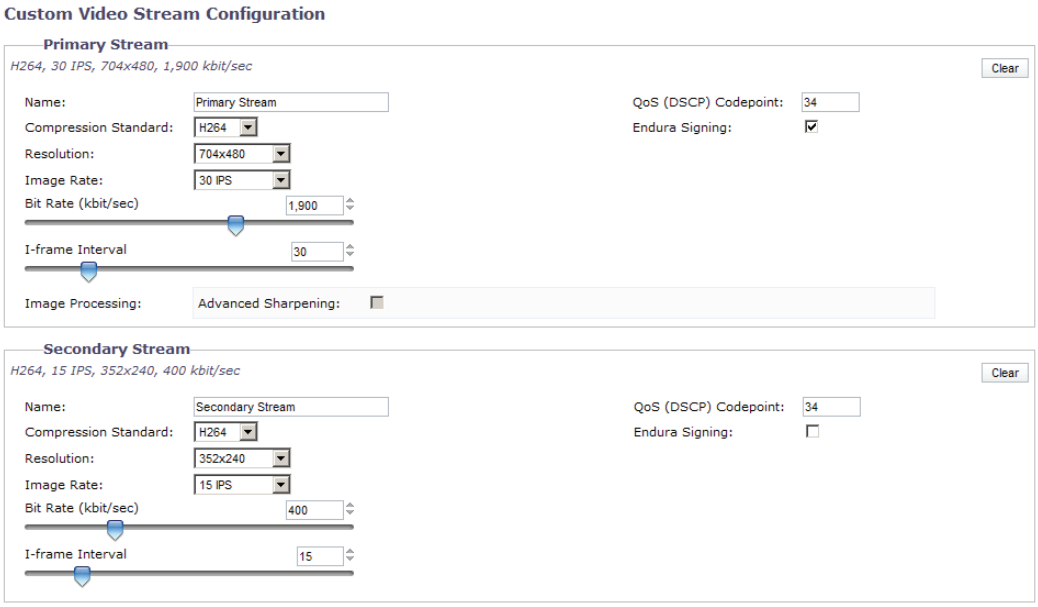

Figure 6. Recommended IP Camera Settings
- The IP camera video stream must be configured as recommended by Pelco (refer to Figure 6).